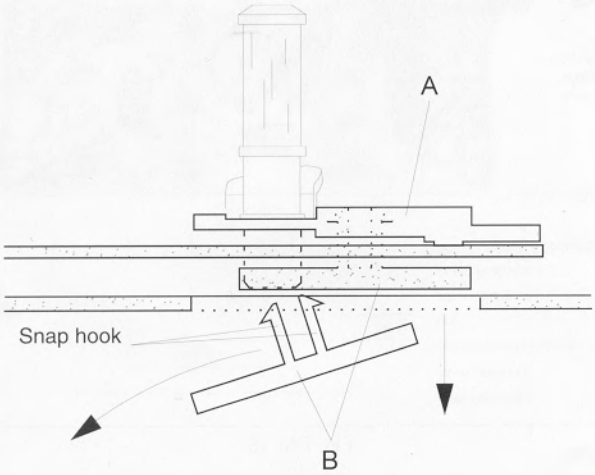

Fig. DM 9
• Compress the two snap hooks with a pair of tweezers (fig. DM 9) and remove the roller assembly (A) from the plate (B).